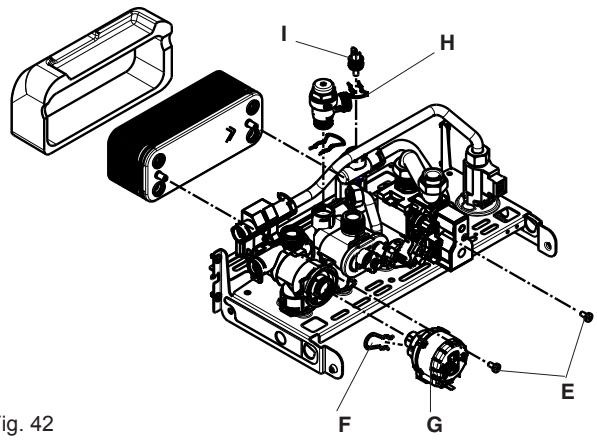

Fig. 42
6.20.3 VALVE ACTUATOR (fig. 42)
6.20.4 DHW THERMISTOR (fig. 42)